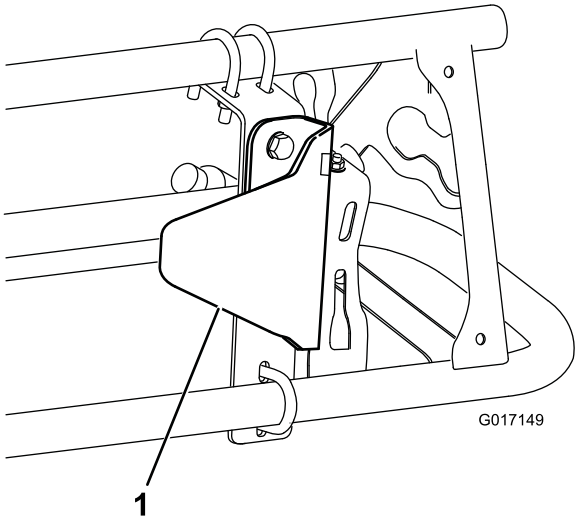

Figuur 10
2. Monteer de beschermbeugel van de sensor op de montagebeugel met 2 bouten (5/16 x 3/4 inch) en 2 flensmoeren (5/16 inch) zoals getoond in Figuur 10.